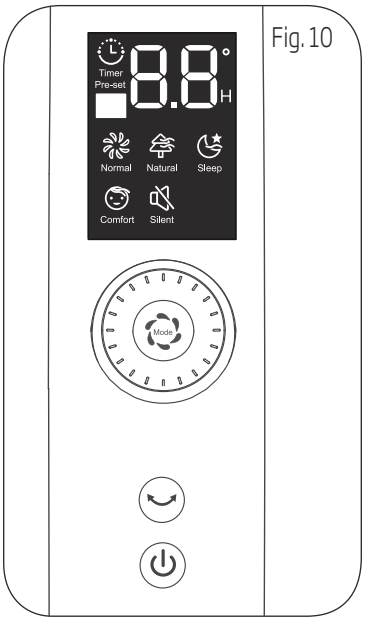

Fig. 10
5.2 Tableau de commande (Fig. 10)